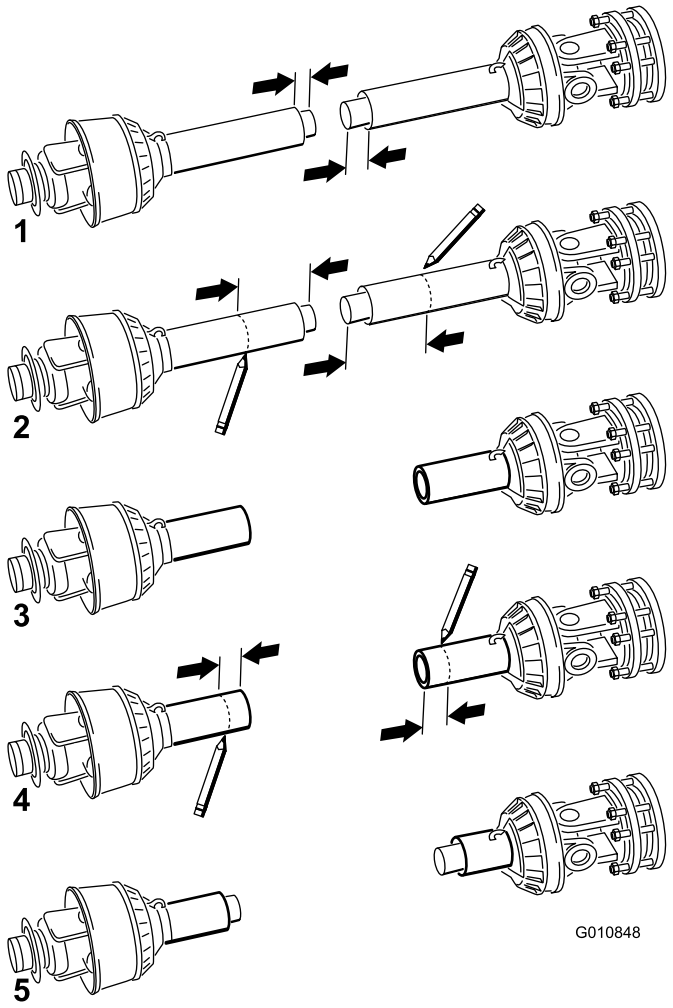

**Figur 18**
11. Separera de båda halvorna av kraftuttagsaxeln (Figur 18, illustration 1).
12. Mät avståndet från änden av varje rör till rörets säkerhetsskydd (Figur 18, illustration 1). Notera avstånden.
13. Använd måtten som du räknade ut i steg 8 för att hitta, märka ut och kapa av skyddet och röret från varje halva av kraftuttaget (Figur 18, illustration 2 och 3).
14. Använd måtten som du räknade ut i steg 11 för att hitta, märka ut och kapa av enbart säkerhetsskyddet för att blottlägga rören Figur 18, illustration 4 och 5.